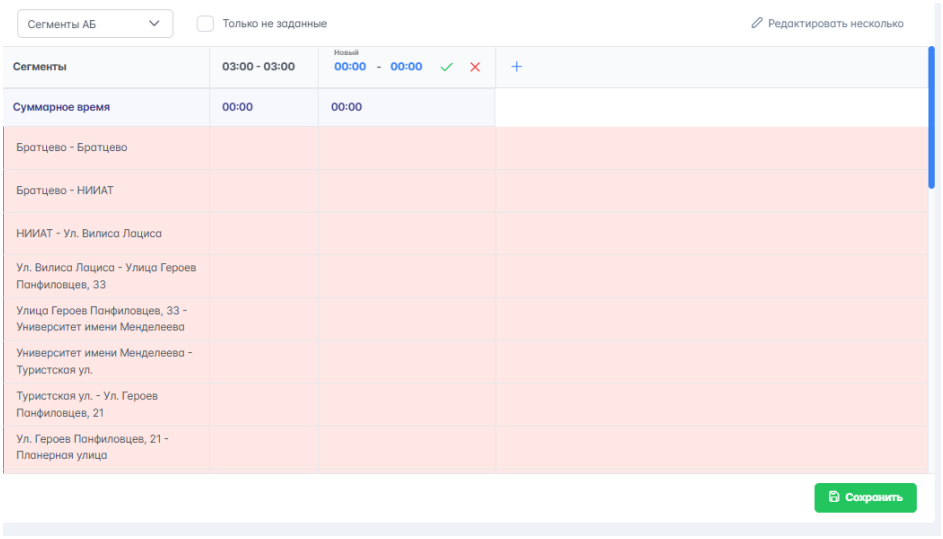

Рисунок 163 – Добавление нового периода
1.1. Нажать на  в строке заголовков таблицы справа от последнего периода, добавится период "Новый" (рисунок 163).